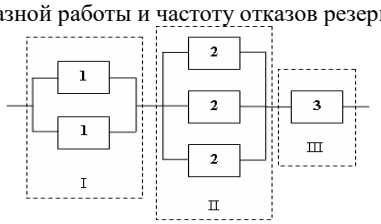

Рис. 11
27. Схема расчета надежности приведена на рис. 11. Интенсивности отказов элементов: